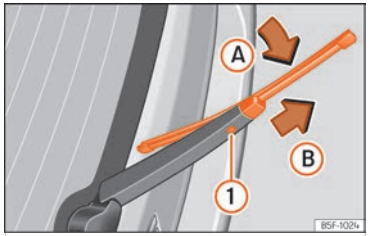

Fig. 154 Canvi de l'escombreta del vidre posterior.
- Roteu l'escombreta lleugerament ››› fig. 154 (fletxa Ⓐ).
- Mantingueu pressionada la tecla de desbloqueig ① mentre tibeu l'escombreta en el sentit de la fletxa Ⓑ.
- Inseriu al braç eixugavidres posterior una escombreta nova **de la mateixa longitud i tipus**, en sentit contrari a la fletxa Ⓑ fins que encasti la tecla ①.